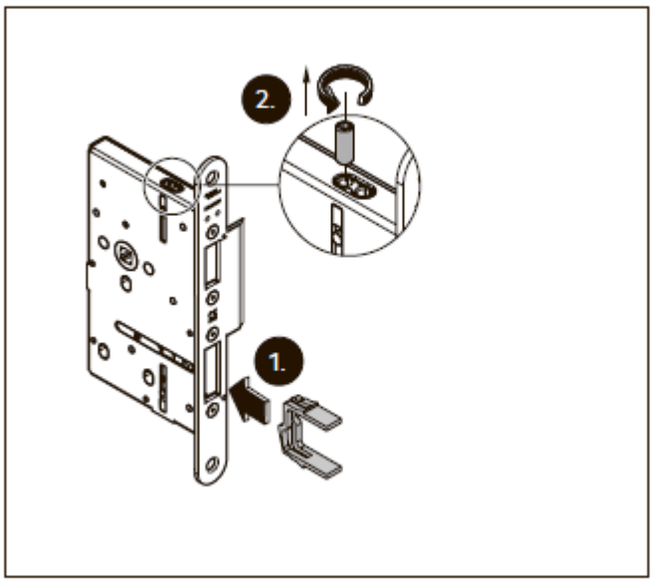

Рис. 37 Вывинчивание одного установочного винта
3. Полностью вывинтите один из установочных винтов в верхней части замка (рис. 37). Позднее шпингалет следует завинтить в эту позицию.